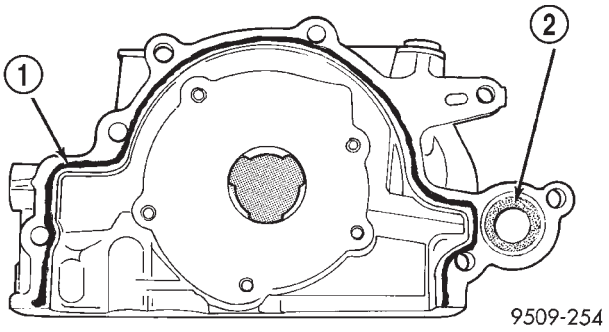

Abb. 105 Ölpumpe abdichten
(1) Alle Dichtflächen säubern. Öl und Schmutz entfernen.
(2) Mopar® Gasket Maker auf die Montagefläche der Ölpumpe auftragen (Abb. 105). O-Ring in die Gegenbohrung auf der Druckseite der Ölpumpe einlegen.
(3) Vor dem Einbau der Pumpe die Hohlräume zwischen den Pumpenrädern mit Motoröl füllen.
(4) Abflachungen am Pumpenrotor bei der Montage der Ölpumpe mit den entsprechenden Flächen an der Kurbelwelle ausrichten.